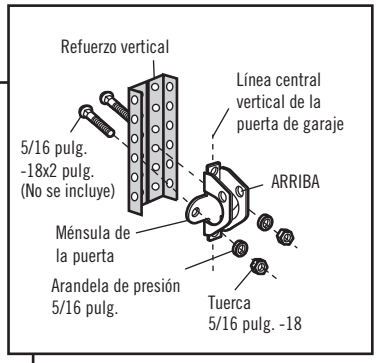

Figura 2B
- Como alternativa, puede usar dos pernos de 5/16 de pulg.-18x2 pulg., rondanas de presión y tuercas (no incluidos). (Figura 2B)